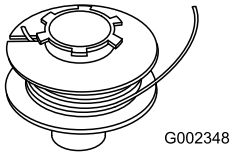

Figura 14
2. Enganche un extremo de la cuerda **al fondo** de la ranura del carrete (Figura 14), **dejando que sobresalga no más de 3 mm.**